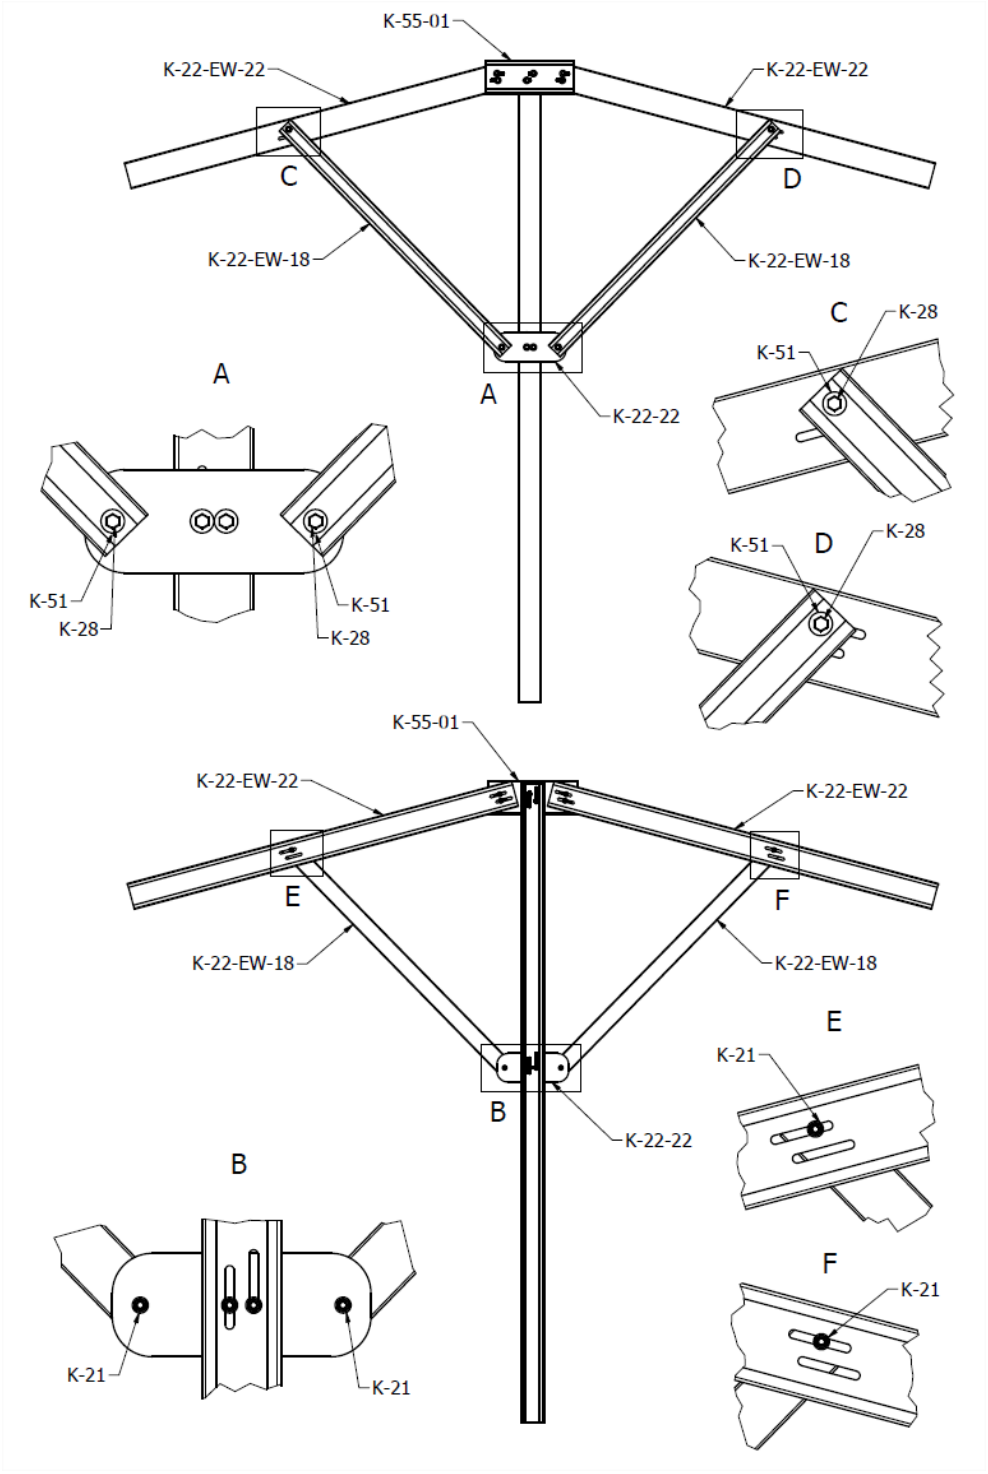

RYS.8 Montaż ramion
9. W kolejnym kroku należy zamontować ramiona K-22-EW-18, w celu poprawnego montażu należy użyć jednego otworu w krokwi oraz łączniku ramion. Do poprawnego montażu jednego ramienia należy użyć dwóch śrub z łbem sześciokątnym K-28, dwóch podkładek K-51 oraz dwóch nakrętek K-21. Należy przełożyć śruby z łbem sześciokątnym wraz z podkładkami od strony ramienia, a następnie skręcić wstępnie za pomocą nakrętek od strony krokwi oraz łącznika ramion (rys.8).